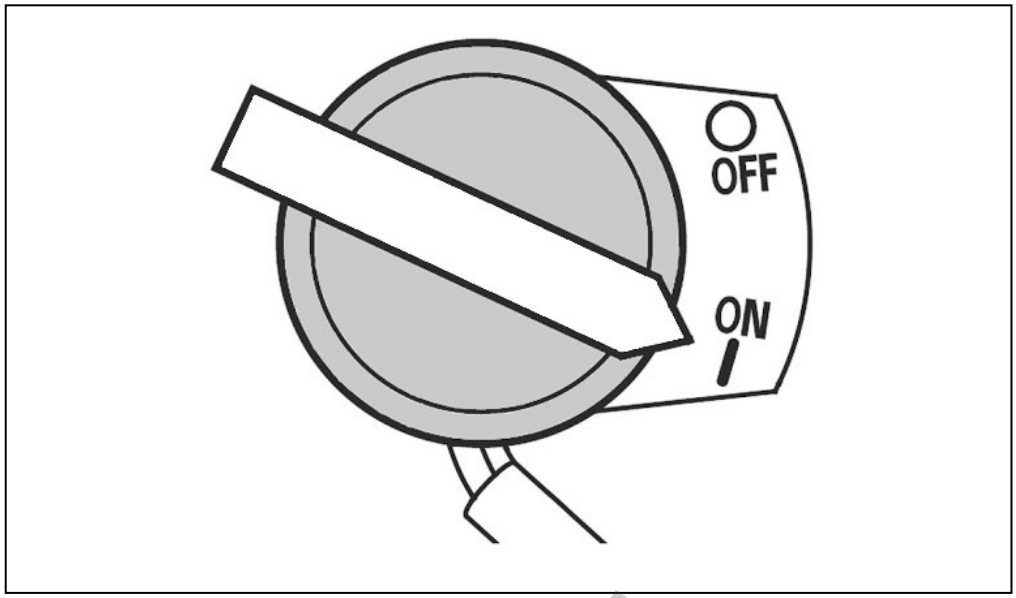

Рис. 15. Положения выключателя.
5. Переведите выключатель зажигания в положение «ON» (Включено) (Рис. 15).
При возникновении непредвиденной ситуации в работе с виброплитой и срочной необходимостью ее выключения переведите выключатель зажигания двигателя в положение «OFF» (Выключено) (Рис. 15).
4. Переведите выключатель зажигания в положение «OFF» (Выключено). (Рис. 15).